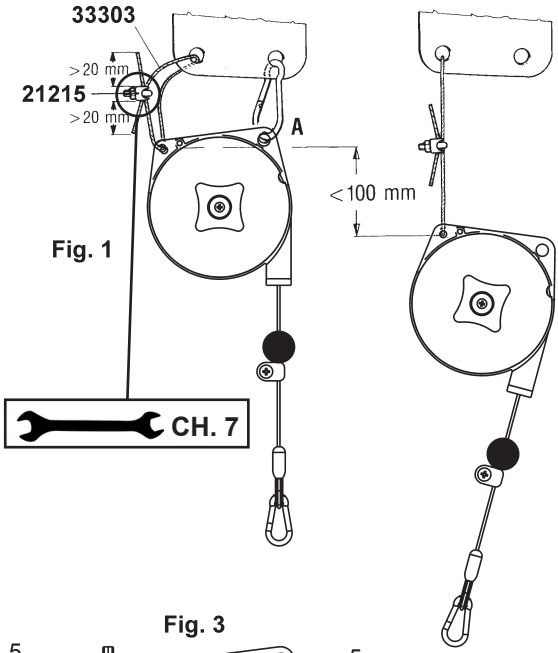

Fig. 1
⚠	**Ligar sempre a suspensão de segurança (S), utilizando apenas os acessórios fornecidos (Fig.1), a um suporte com dimensões adequadas. O suporte de segurança NÃO DEVE SER o mesmo que o utilizado para a suspensão principal (A) (Fig.1). A queda máxima em caso de rutura da suspensão principal não deve exceder 100 mm. Puxar as seções mortas do cabo pelo menos 20 mm e apertar as porcas do terminal 21215 (Fig. 1) gradualmente e ao mesmo tempo com um binário de 2 Nm.**
A equilibrador deve ser inspecionada visualmente numa base regular (por exemplo, uma vez por turno de trabalho), em especial para verificar o estado das suspensões (A) e (S) (Fig. 1), os parafusos de fixação e os sistemas de autobloqueio (se utilizados), bem como o estado dos ganchos e do cabo.